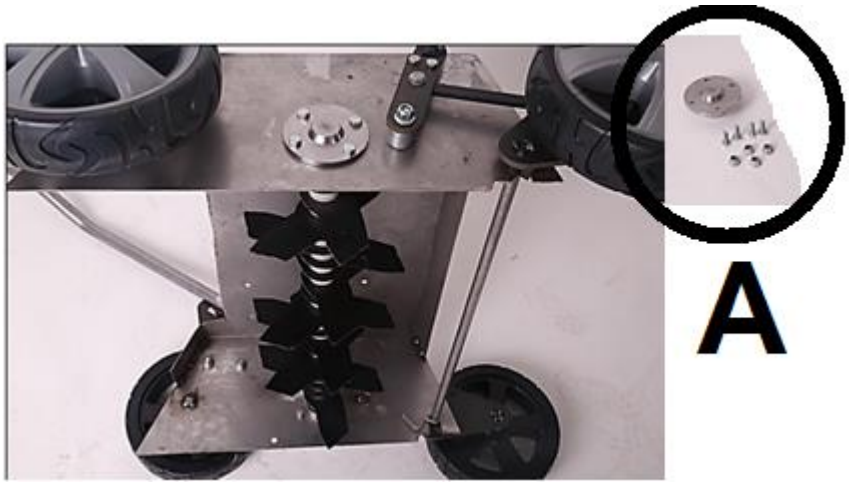

Rys. 14
1. Zdemontuj 4 śruby, płytkę montażową i 4 nakrętki (Rys. 14, poz. A).
3. Przykręć wałek za pomocą 4 śrub, płytki montażowej i 4 nakrętek (Rys. 14, poz. A).